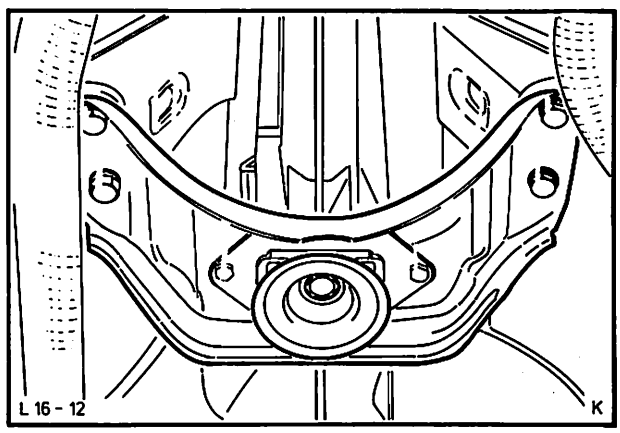

Abb. 20 Motorträger hinten
14. Motorträger hinten von Bodengruppe und Getriebe abschrauben (5 Schrauben), Abb. 20. Getriebe abstützen!